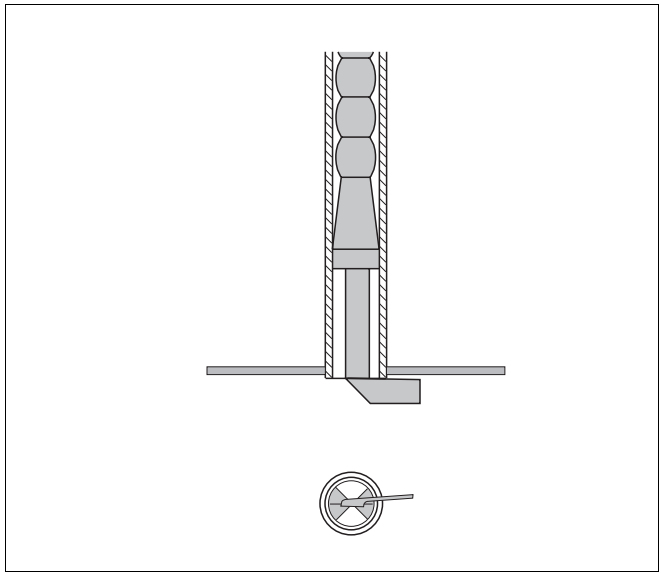

Рис. 49 Проверка турбуляторов
- Проверьте, чтобы стопоры турбуляторов прилегали на фронтальной стенке горизонтально к трубам дополнительных поверхностей нагрева (рис. 49).